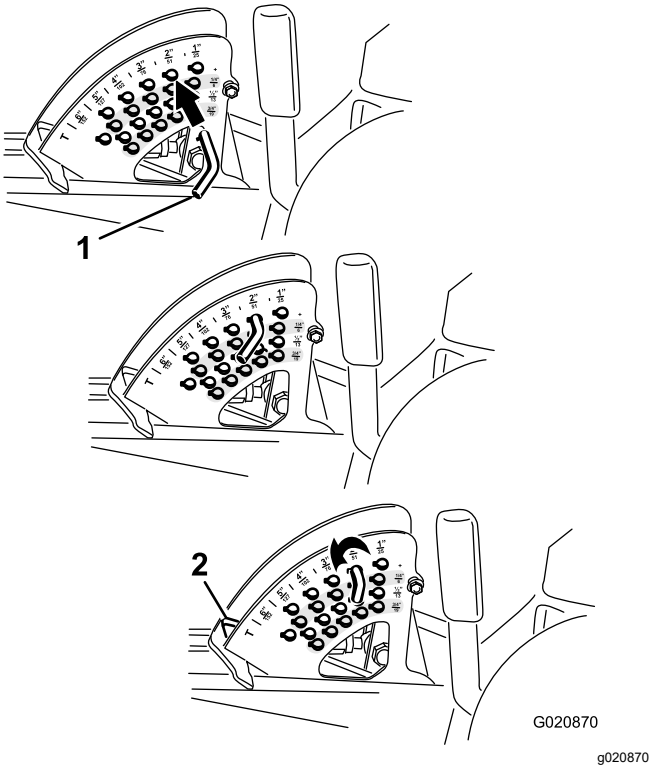

Figur 26
2. Rotera stopptappen tills rulltappen inuti är i linje med springorna i hålen i klipphöjdsfästet och lossa den (Figur 26).
3. Sätt tappen i det hål i klipphöjdsfästet som motsvarar önskad klipphöjd, och vrid tappen nedåt för att låsa den på plats (Figur 26).
Obs: Det finns fyra rader med hål (Figur 26). Den översta raden ger den klipphöjd som visas ovanför tappen. Den andra raden ger angiven höjd plus 6 mm. Den tredje raden ger angiven höjd plus 12 mm. Den nedersta raden ger angiven höjd plus 18 mm. För läget 15,8 cm finns bara ett hål, på den andra raden. Här läggs inte 6 mm till 15,2 cm-läget.